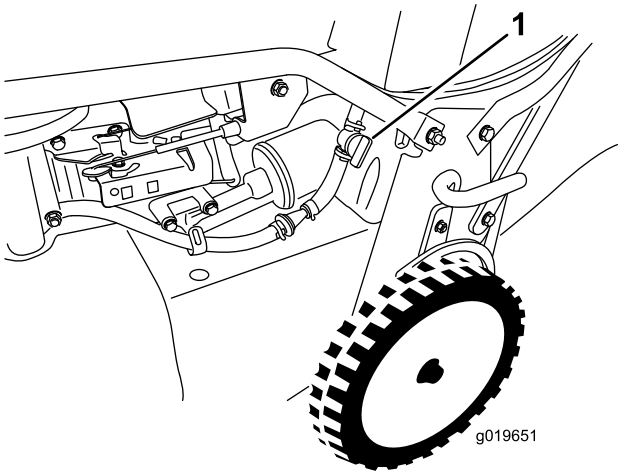

Figura 19
2. Aprite la valvola d'intercettazione del carburante (Figura 19).